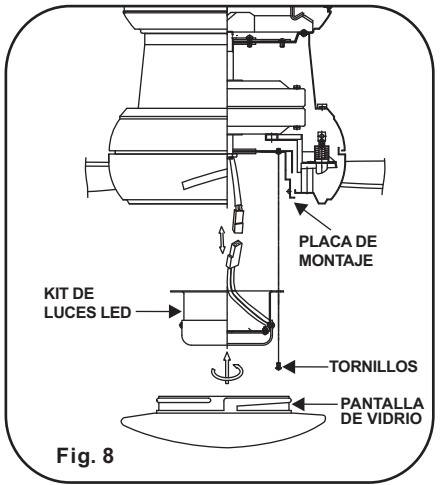

Fig. 8
3. Coloca los orificios tipo ojo de cerradura en el kit de luces LED sobre los 2 tornillos previamente aflojados de la placa de montaje, gira la placa del luces LED hasta que caiga en su lugar en la parte estrecha de los orificios tipo ojo de cerradura. Asegúrala apretando los 2 tornillos de montaje del kit de luces previamente aflojados y el que se quitó previamente. (Fig. 8)
4. Coloque la pantalla de vidrio (o cubierta de metal opcional) contra el placa de montaje y girelo en sentido de las manecillas del reloj hasta que quede firme y seguro. No lo sobre apriete. (Fig. 8)